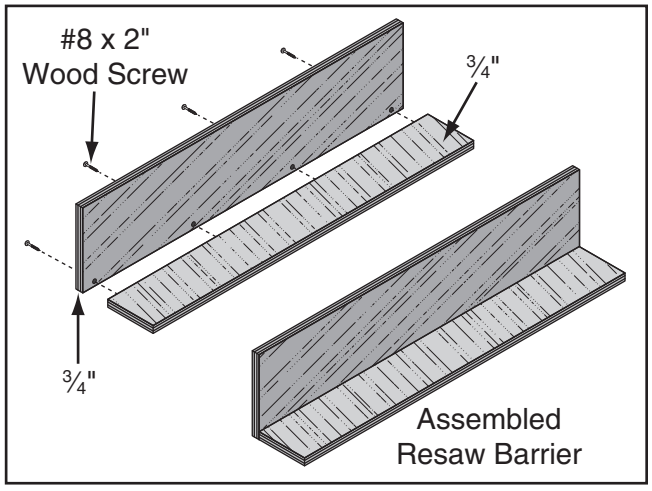

Figure 73. Resaw barrier.
2. Pre-drill and countersink (4) holes approximately 3/8" from bottom of 5 1/2" tall wood piece.
3. Glue end of 3" board, clamp boards at a 90° angle with larger board in vertical position, as shown in **Figure 73**, then fasten together with wood screws.